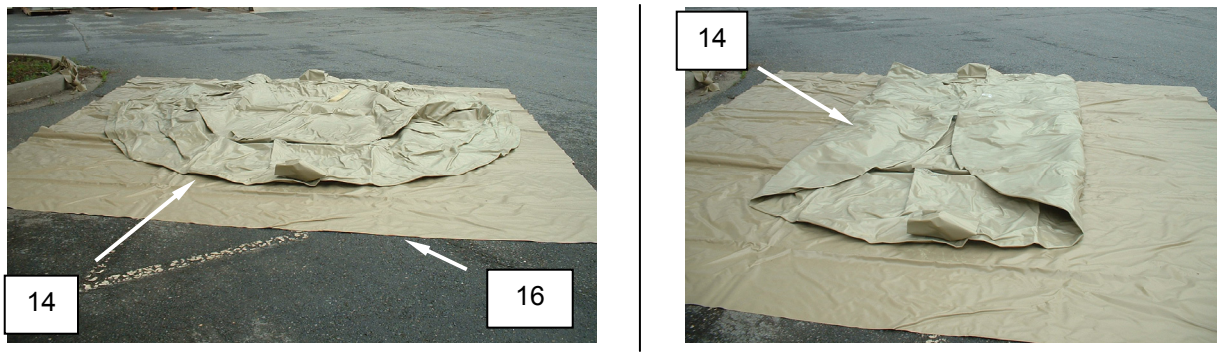

Figure 13. Prepare the 3000 Graywater Tank for Movement.
11. After the tank **(Figure 13, Item 14)** has been dried, lay out the tank ground cloth **(Figure 13, Item 16)** with the ties down, and then lay out the tank in the center of the ground cloth. Fold the sides of the tank to touch as shown in Figure 4.